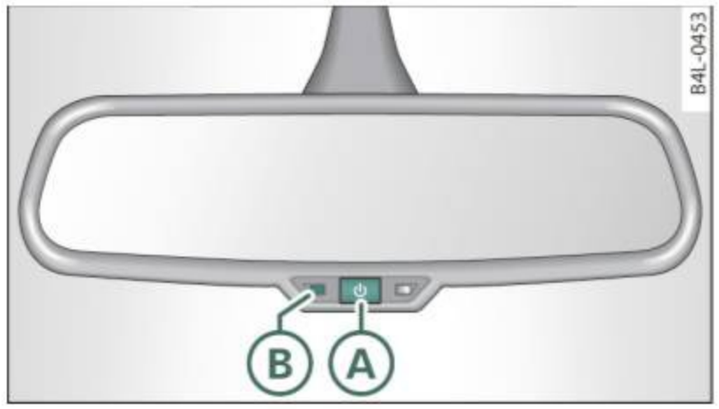

Fig. 66 Inside rear view mirror
– Press button (A) ⇒ *page 67*, fig. 66 *briefly*, - the green indicator light (B) goes out.